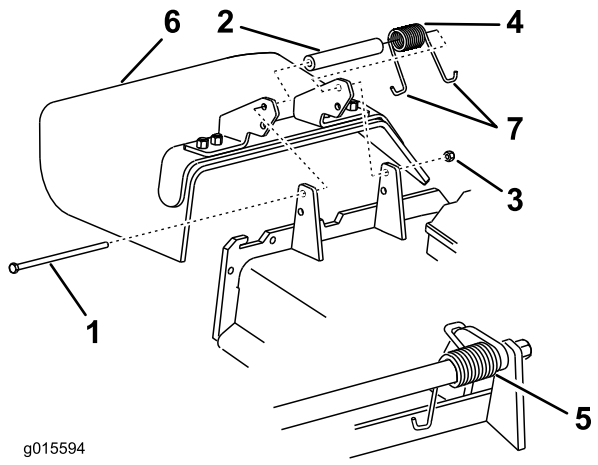

**Figuur 90**
1. Verwijder de borgmoer, bout, veer en afstandsstuk waarmee de bevestigingen van de grasgeleider vastzitten op de draaibeugels (Figuur 90). Verwijder een beschadigde of versleten grasgeleider.
**Opmerking:** Zorg ervoor dat één **J**-vormige einde van de veer is gemonteerd achter de rand van het maaidek voordat u de bout plaatst zoals wordt aangegeven in Figuur 90.
3. Monteer de bout en de moer. Plaats één **J**-vormig haakeind van de veer om de grasgeleider (Figuur 90).